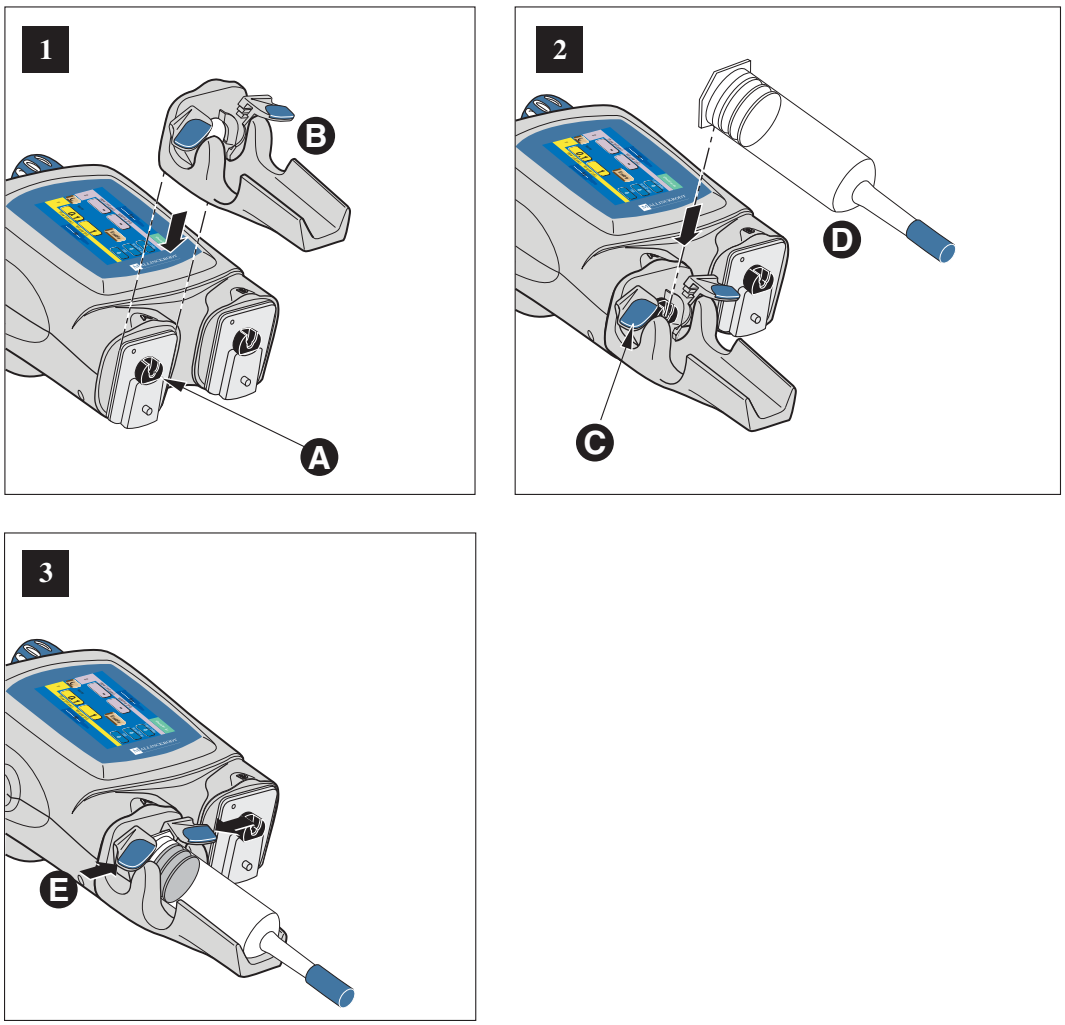

Figure 4-2-1 Load 125 ml Syringe (A-Side Only)
Refer to Figure 4-2-1.
1. If the ram is not home, move to the fully retracted position A. Slide the 125 ml cradle B onto the desired front plate mount of the powerhead (A-side is shown in Figure 4-2-1). Press the [Continue] key on the powerhead display to allow the ram to move forward to lock the faceplate in place and home the ram.